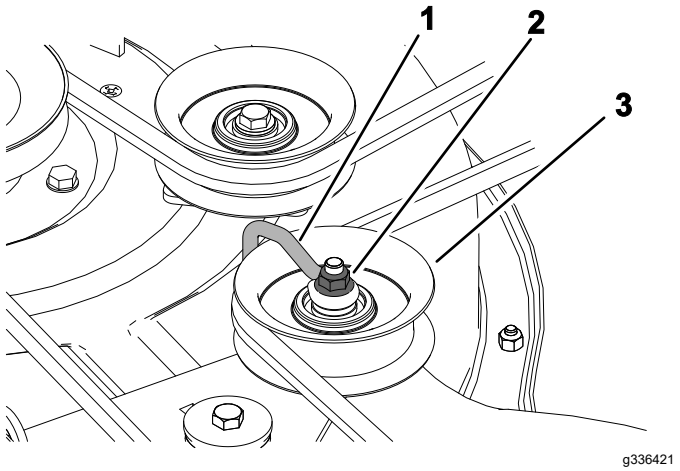

Figura 56
6. Para plataformas com três lâminas, desaperte a porca que fixa a forma de arame à polia intermédia (Figura 56).
Nota: Posicione a forma de arame contra o braço intermédio como se mostra na Figura 56.